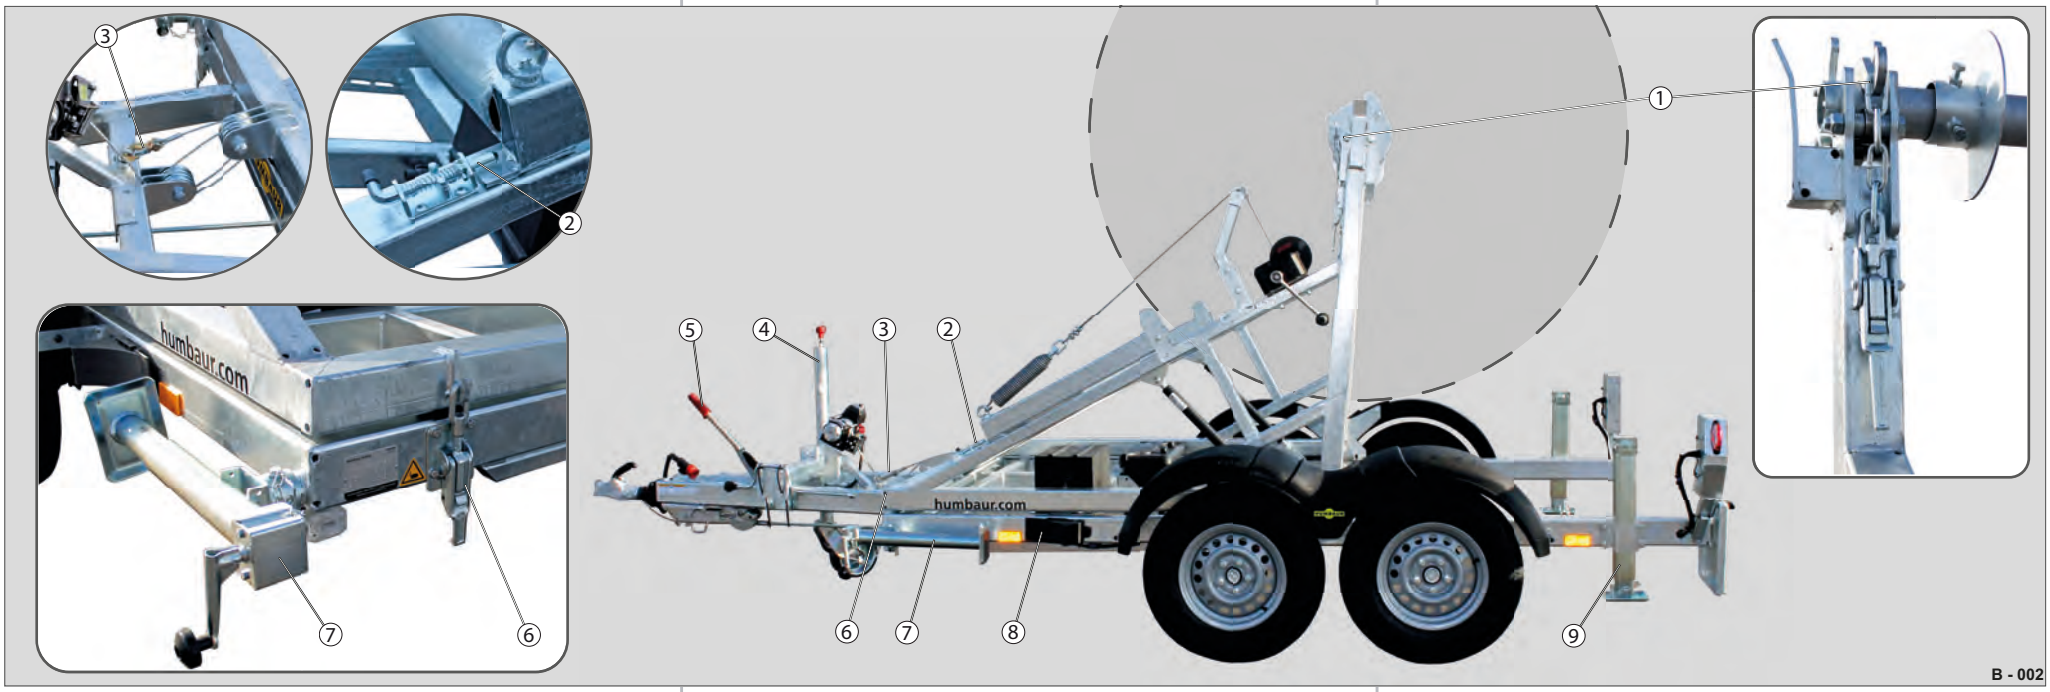

Fig. 2 Sikring af stativet
– Transportakslen til kabeltromlen er anbragt i midten og sikret i højre/venstre side med låsehåndtaget og excenterlukningen (Fig. 2 /1).
– Bremserammen (Fig. 2 /2) er klappet ned og fastgjort med rigelen.
– Kabeltromlestativet ligger an imod chassiset og er sikret ved hjælp af excenterlukningerne (Fig. 2 /6) i højre/venstre side.
– Støttebenene forrest (Fig. 2 /7) er sikret i vandret stilling.
– Støttebenene bagest (Fig. 2 /9) er drejet helt op og sikret.
– Stopklodserne (Fig. 2 /8) er fastgjort i beslag.